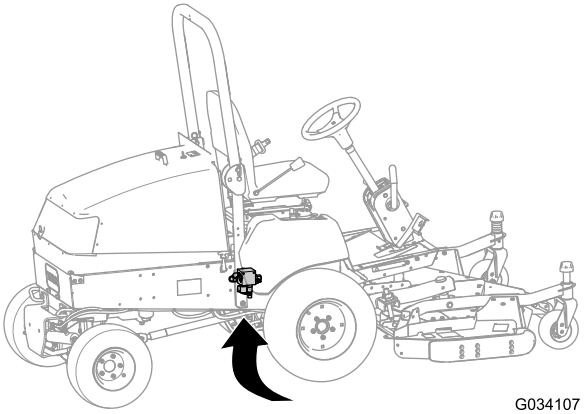

**Figur 15**
2. Lokalisera lyftgrenröret från maskinens undersida (i den högra ramkanalen bakom framaxeln) (Figur 15).